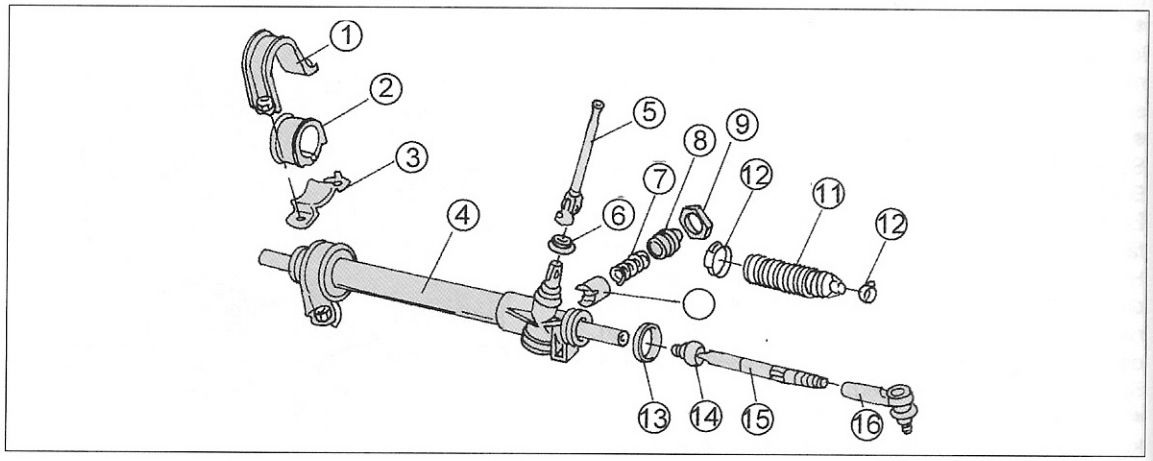

Bild 271
- Die Kurvenstabilisatorstange mit einem Reifenhebel so weit wie möglich nach oben drücken und die Lenkung verdrehen, bis man das Kreuzgelenk aus dem Eingriff mit dem Lenkritzel bringen kann. Die Lenkung durch die Öffnung im inneren Kotflügelseitenteil (Radkasten) herausnehmen. Die Seite ist dabei wahlweise. Die ausgebaute und teilweise zerlegte Lenkung ist in Bild 271 gezeigt.